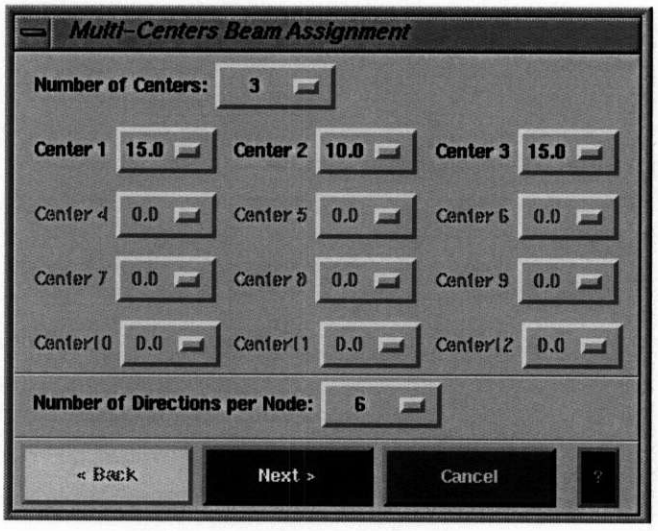

**Figure 34 Multiple Center Beam Assignment**
**Step 1.** Click **MULTIPLE CENTER** from the Toolbox. The Multi-Centers Beam Assignment wizard appears (*Figure 34 Multiple Center Beam Assignment, page 37*). Initially, it indicates one center with 0.0 diameter, and it has one direction per node.